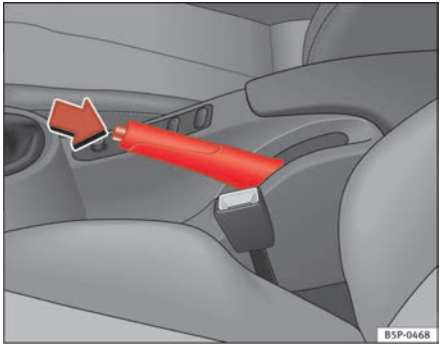

**Fig. 147 Handbrake between the front seats**
– Pull the handbrake lever up firmly ⇒ page 176, fig. 147.
– Pull the lever up slightly and press the release knob in the direction of the arrow ⇒ page 176, fig. 147 and guide the handbrake lever down fully ⇒ ⚠.